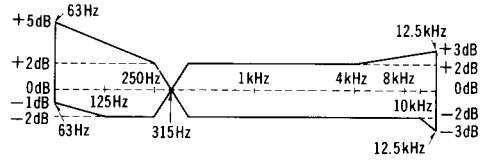

Fig. 7
6. Make sure that the measured value is within the range specified in the frequency response chart (Fig. 7).